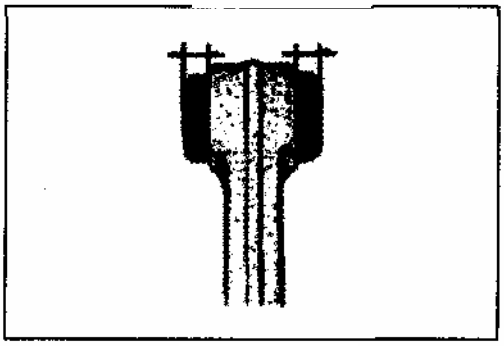

Рис. 530
**Перед установкой, нанесите на сопрягаемые детали мыльный раствор. При установке, убедитесь в том, что втулка расположена одинаково с левой и с правой стороны, как показано на рисунке (Рис. 530).**